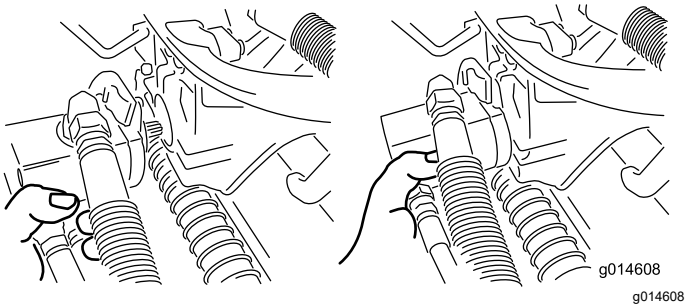

Figur 51
3. Flytta motorn till förvaringsutrymmet framför upphängningsarmen (Figur 51).